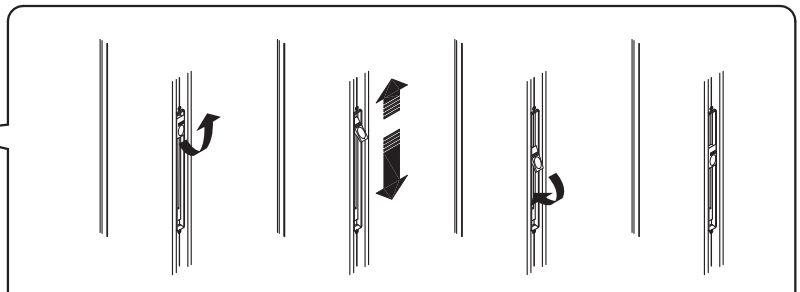

図8-5　図8-6　図8-7　図8-8
❶ 図のようにつまみを操作して、ロックを解除してください。（図8-1,図8-5参照）